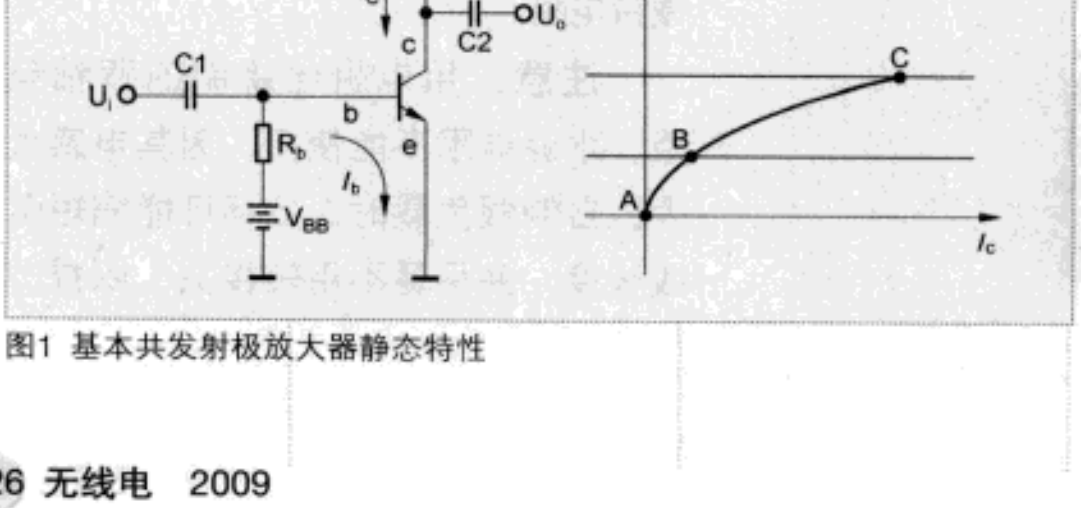

图1 基本共发射极放大器静态特性
晶体三极管基极电流的变化会引起集电极电流更大幅度的变化，这才形成了晶体管的电流放大作用。但是在基极电流从零开始增加的时候，集电极电流的变化是很小的。当继续增加到一定值的时候，集电极电流才会表现出线性的变化。如图1所示的晶体三极管的静态特性简图中， A点表示基极电流（I_b）为0，此时对应的集电极电流（I_c）也为0，所以A点就是三极管的静态截止点。从图上可以看出A点到B点的线段是弯曲的，说明A点和B点之间的工作状态不是线性。从B点到C点之间基本呈现直线，此时晶体管的工作状态就是线性工作状态。C点以上晶体管开始进入饱和区，此时I_b再增加，I_c也不会再随着增加。从图1所示的三极管静态特性图上一般就可以区分放大器的工作状态了：
1. 甲类工作状态，先把梯子放置最高处（放大器工作点在图1的B和C的中心点），此时所有的运动员都先爬上梯子，先达到和横杆一样的高度，然后轻松跳下。于是，所有的运动员都跳过了横杆，如愿以偿地站到了领奖台上。